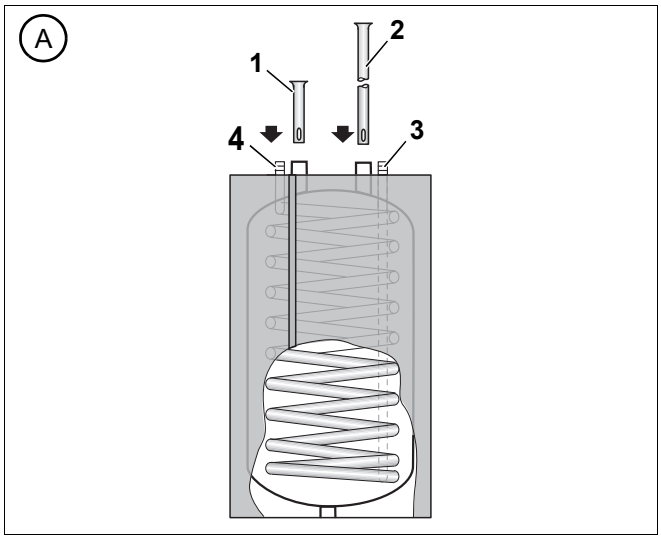

Рис. 6 Установка погружных труб (подключение сверху)
- Вставьте короткую погружную трубу сверху в AW (рис. 6, [1]).
- Вставьте длинную погружную трубу сверху в EK (рис. 6, [2]).